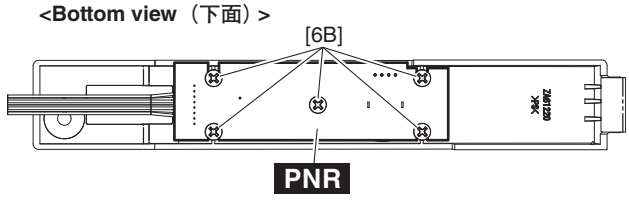

Fig. 8（図8）
12-6 Remove the knob GAIN from the key block assembly R. (Fig. 8)
12-7 Remove the five (5) screws marked [6B]. The PNR circuit board can then be removed. (Fig. 8)
12-6 拍子木 Ass'y(R) からノブ GAIN を外します。(図 8)
12-7 [6B] のネジ 5 本を外して、PNR シートを外します。(図 8)